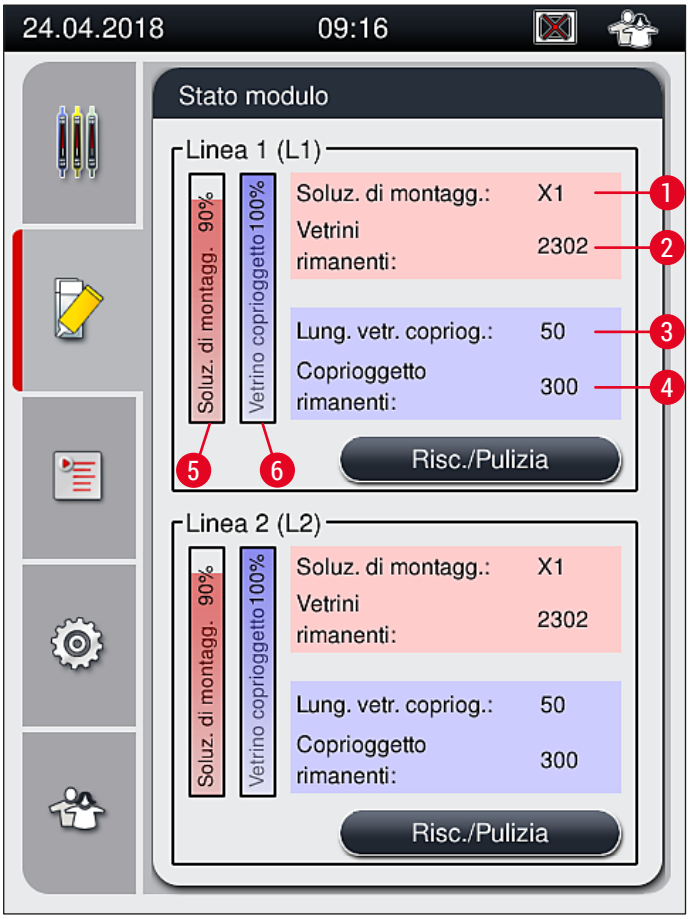

Fig. 22
7. I flaconi di soluzione di montaggio inseriti vengono rilevati dal software dello strumento e il menu Stato modulo (→ Fig. 22) viene aggiornato.